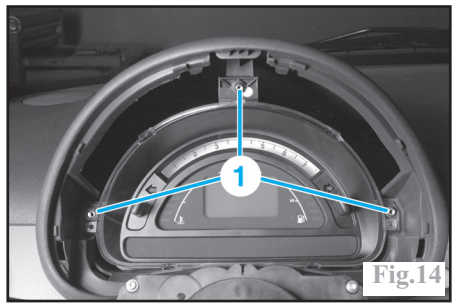

Fig.14
Déposer les vis (1) de fixation du combiné puis le tirer vers soi avec précaution (Fig.14).